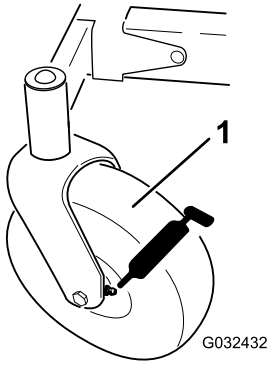

**Figure 35**
3. Clean the grease fittings (Figure 35) with a rag.
4. Connect a grease gun to each fitting (Figure 35).